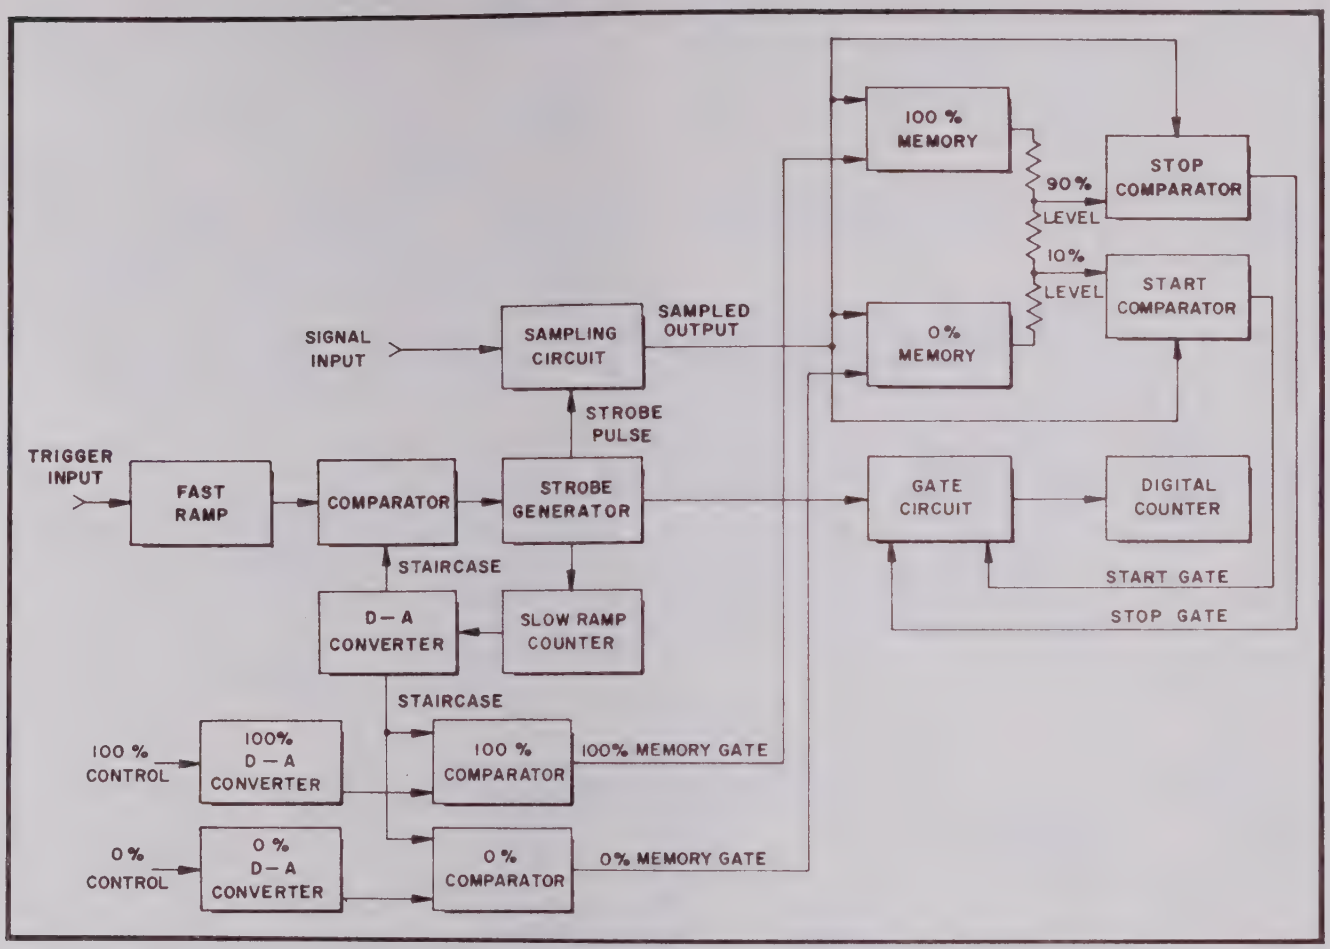

Figure 3-9 Variable Reference System
c. **Variable Reference System.** The circuit just described in Section 3-2b is limited in its utility, since only the peak amplitude of the pulse is used as a reference. If the pulse under observation has 10% overshoot, the accuracy of the 10-90% risetime becomes questionable. The circuit shown in Figure 3-9 allows the selection of any point on the waveform for 0 and 100% references. The 0% and 100% D/A converters are capable of generating analog voltages representing the maximum and minimum levels of the slow ramp, and discrete levels in between. In practice the operator could position the 0% and 100% reference samples at any point on the slow ramp. In this way, the reference points could be moved to points on the waveform beyond any ringing or overshoot. Again, in the system described, two complete cycles of the slow ramp are required, each cycle consisting of 1000 samples.